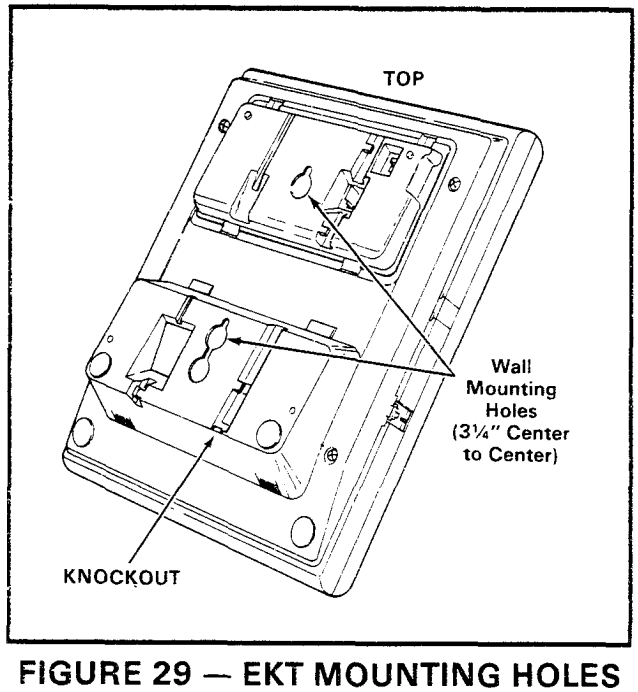

FIGURE 29 — EKT MOUNTING HOLES
07.14 Refer to Figure 29, choose which of the knockouts are appropriate for the tail cord route, and then cut them out.
07.15 Secure the unit to the desired wall site. (Use dimensions shown in Figure 29 to position the unit.)